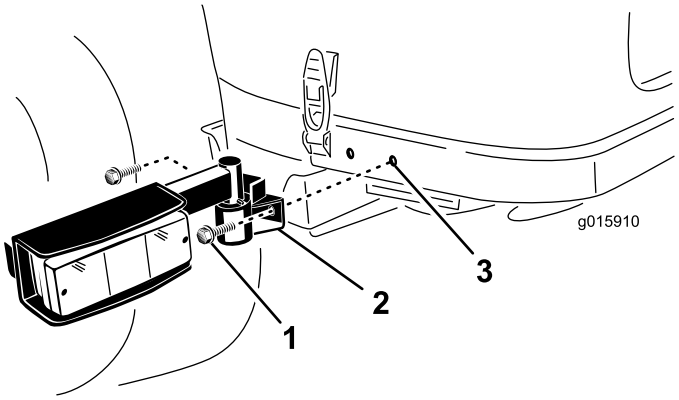

Figur 8
1. Brug monteringshullerne på motorhjelmslåsenes bagside til at fæstne lygteenheden på hver side af bagrammen med (2) 3/8 x 3/4 tomme skivehovedskruer (Figur 8). Hvis bagrammen ikke har monteringshuller, skal du gå videre til næste trin.